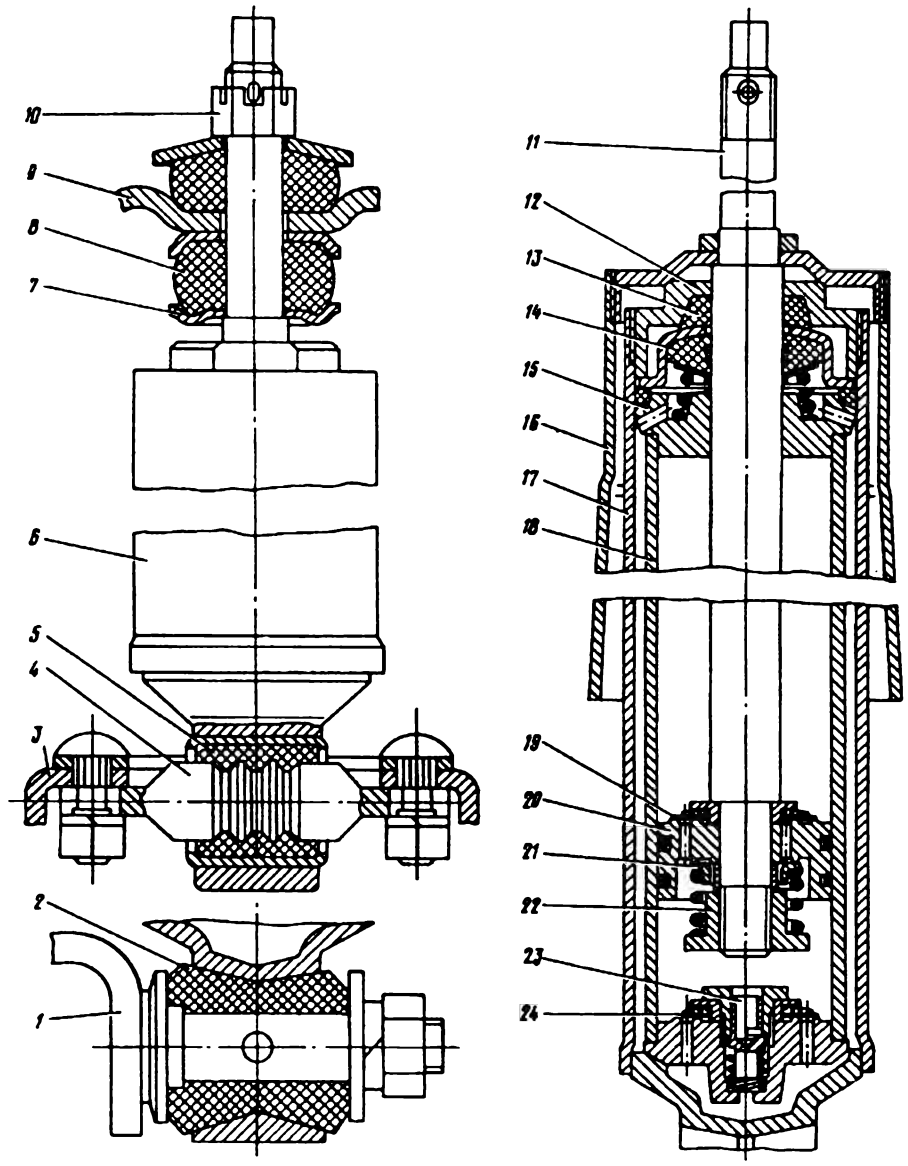

Рис. 161. Амортизатор:
Передние и задние телескопические амортизаторы автомобиля ГАЗ-14 одинаковы по конструкции и имеют много общих деталей (рис. 161).
2. Отверните (только у заднего амортизатора) защитный колпак *16* (см. рис. 161), захватывая его трубным ключом у основания, во избежание смятия.
2. Соберите шток с поршнем. Гайку *22* (см. рис. 161) затяните до отказа и раскерните торец штока в двух местах во избежание отвинчивания гайки.